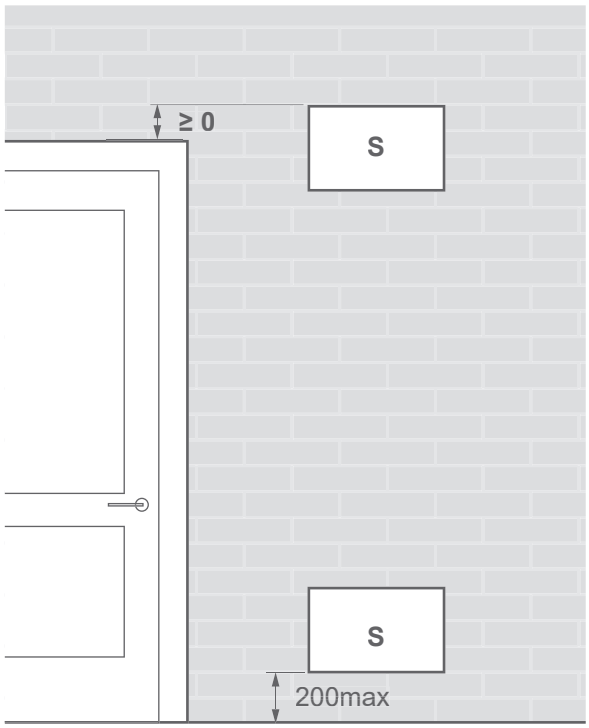

fig. 23 - Position des ouvertures pour la ventilation
- Le local bénéficie d'une aération naturelle vers une autre pièce dont la somme des volumes des deux pièces est supérieur à "charge totale fluide" (en kg) / 0.3kg/m^3. Les aérations entre les deux pièces étant assurée par des ouvertures d'au moins : voir *fig. 24 et fig. 23*.